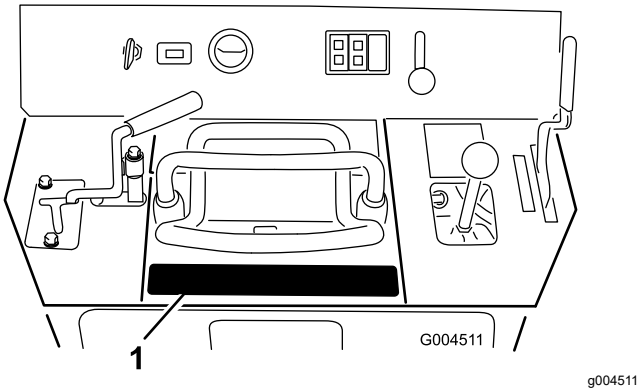

Rysunek 7
1. Oczyść obszar za elementami sterującymi (Rysunek 7), aby nie znajdował się na nim brud ani smar.
2. Usuń warstwę zabezpieczającą z etykiety i naklej etykietę w przeznaczonym na nią miejscu (Rysunek 7).